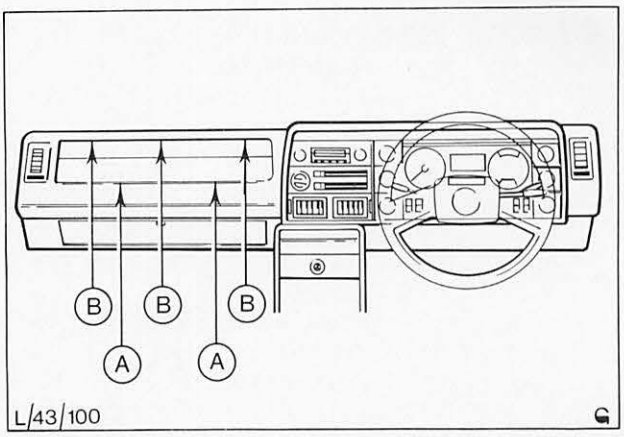

Abb. 37 Schematische Darstellung der Muttern (A) und Schrauben (B) zur Befestigung des Handschuhkastens an der Sicherheitsabdeckung
7. Bei offenem Handschuhkasten Schrauben und Muttern von der Sicherheitsabdeckung entfernen, Abb. 37, A und B.